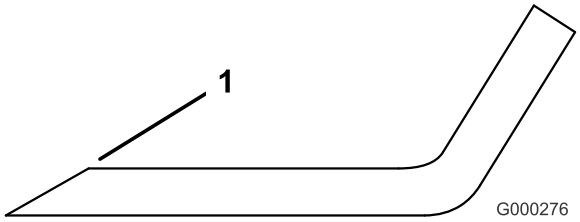

**Figure 26**
**Remarque:** N'aiguisez que le haut du tranchant et conservez l'angle de coupe d'origine pour obtenir une coupe nette (Figure 26). Limez la même quantité de métal sur chacun des deux tranchants pour ne pas déséquilibrer la lame.